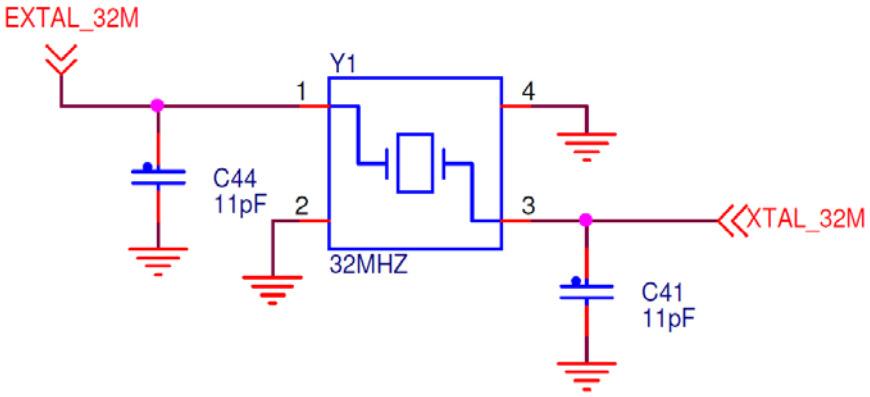

Figure 8. FRDM-KW40Z board's 32 MHz reference oscillator circuit
- 32 MHz Reference Oscillator—Figure 8 shows the 32 MHz external crystal Y1. This mounted crystal meets the specifications outlined in *Reference Oscillator Crystal Requirements for the MC1320x, MC1321x, MC1322x, and MC1323x IEEE 802.15.4 Devices* (document AN3251). The IEEE Std. 802.15.4 requires the frequency to be accurate to less than ±40 ppm.